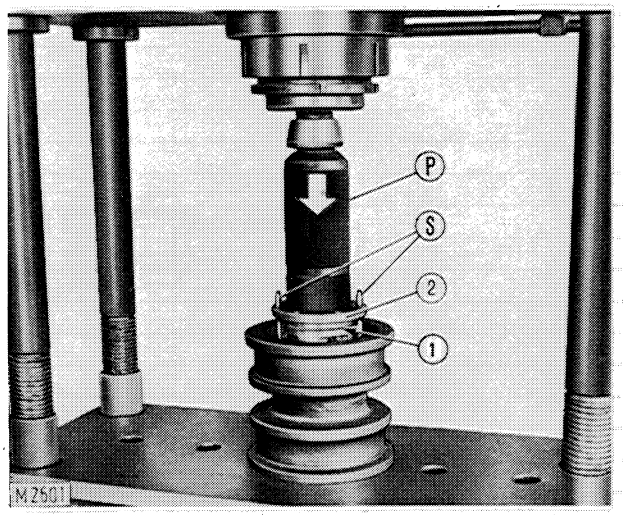

Fig. 14-22 - Installing bushing carrier
Install first bushing carrier using a press (Fig. 14-22), using pilot pins 75291525 (S) to facilitate retaining screw hole alignment.